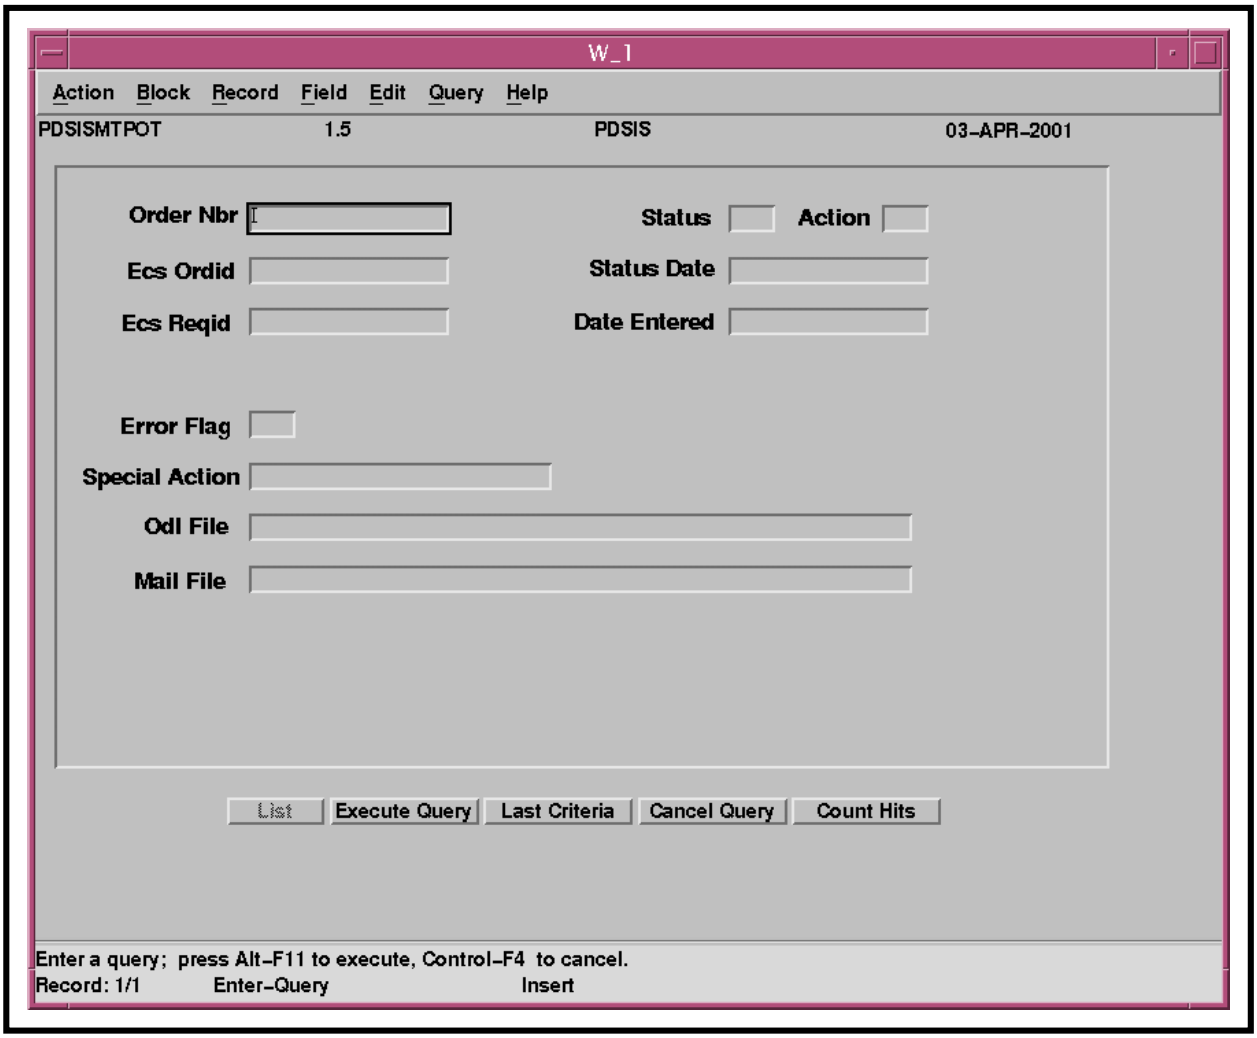

Figure 113. PDSIS Orders Maintenance Form
- The **PDSIS Orders Maintenance Form (PDSISMTPOT)** (Figure 113) is displayed.